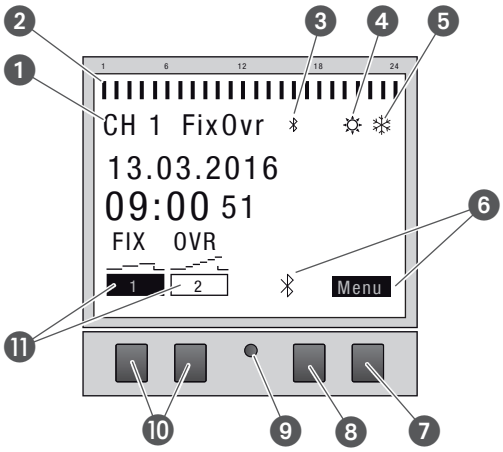

Fig. 2: Displayopbygning
Funktionsvisninger for de to knapper til højre (Fig. 2/❼ + ❽)
Funktionsmeldinger på de to knapper til venstre (Fig. 2/⑩)
Menustrukturen vises på displayet, når der trykkes på menuknappen (Fig. 2/❼).